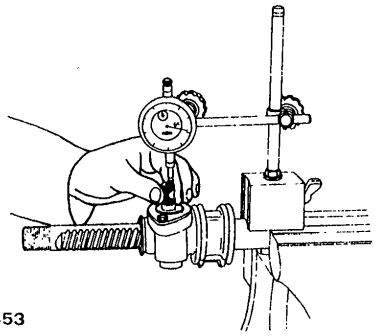

Fig. ST-34 Measuring pinion axial play
15. Measure pinion axial play. See Figure ST-34.